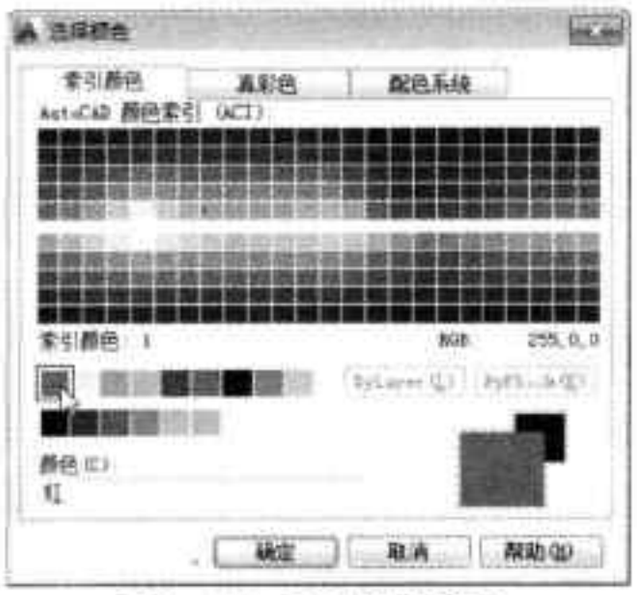

图3-46 更改图层颜色
Step03 单击该图层“颜色”图标，在“选择颜色”对话框中，选择合适颜色，即可完成轴线图层颜色的更改，如图 3-46 所示。